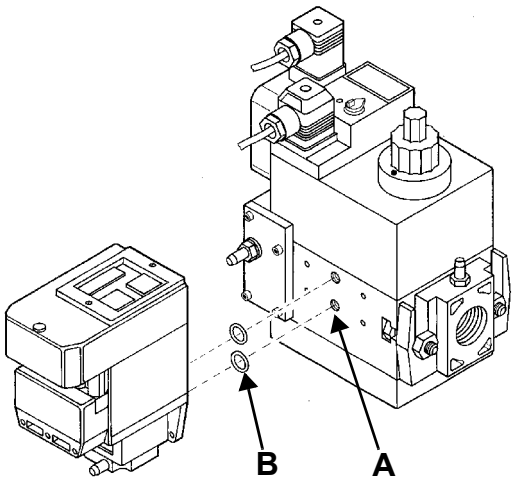
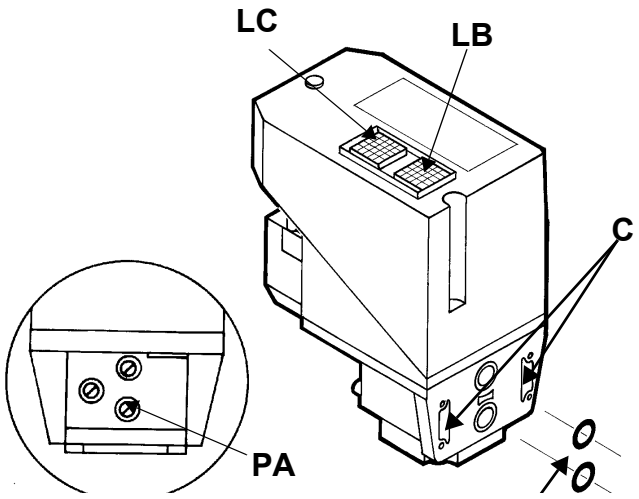

Рис. 24
Рис. 25
3). снять крепежные винты группы Multibloc (Рис. 24-A)
4). вставить уплотнительные кольца (10,5x2,25) в VPS 504 (Рис. 25-B, Рис. 24-B)
5). закрутить 4 винта блока контроля герметичности (M4x16) Рис. 24-C.
Для проверки работы, подсоедините манометр к штуцеру для отбора давления **PA** (Рис. 25). Если проверка завершилась положительно, через несколько секунд зажигается жёлтая лампочка **LC.** В противном случае загорается красная лампочка блокировки **LB**. Чтобы перезапустить горелку, необходимо разблокировать блок управления нажатием на светящуюся кнопку **LB**.